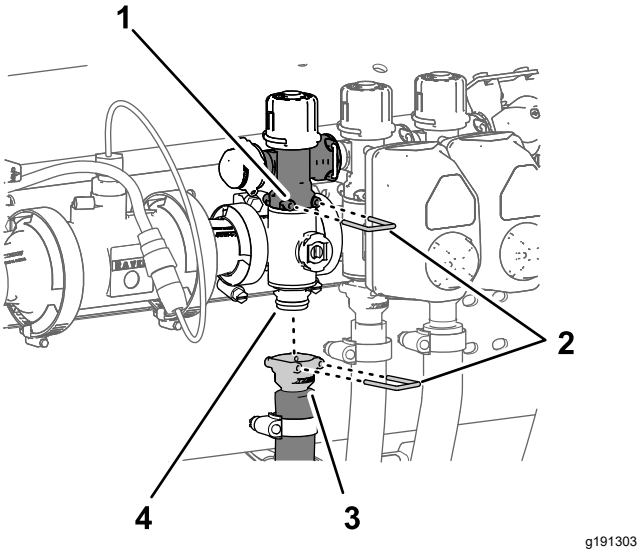

Figure 135
3. Assemble the quick-connect fitting of the section-valve manifold to the quick-disconnect socket of the section-bypass valve with a quick-connect pin (Figure 134 and Figure 135).
8. Assemble the quick-connect coupler of the section hose onto the quick-connect fitting of the section-valve manifold with the quick-connect pin (Figure 135).